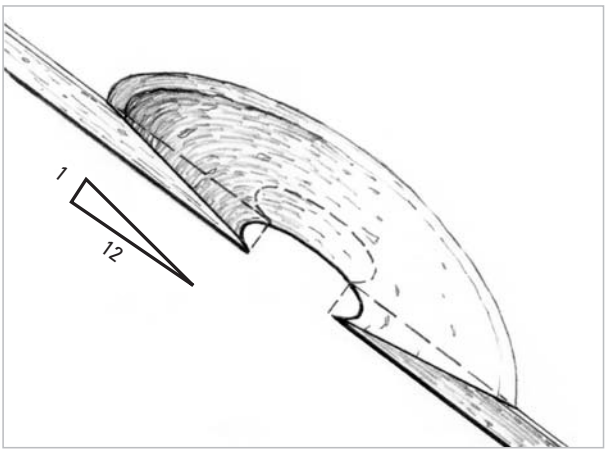

Figure 4-1 *Grind a minimum 12-to-1 bevel around the edge of the excavated hole, whether the damage extends partially or completely through the skin.*
2. Grind a bevel around the edge of the repair area to create a bonding area for the patch that will keep the patch flush with the skin's surface. A minimum 12-to-1 bevel is required to assure the transfer of loads across the repair area *(Figure 4-1)*. For example, if you are left with a hole through a ¼" (6mm)-thick laminate, the outer edge of the bevel will extend 3" (75mm) from the inside edge of the hole. If the skin is very thin, a longer bevel angle is required.